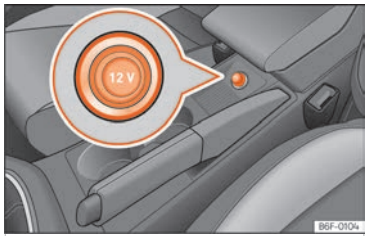

Fig. 128 Toma de corriente de 12 voltios del vehículo.
- Extraiga el tapón de la toma de corriente situado en la consola central ››› fig. 128.